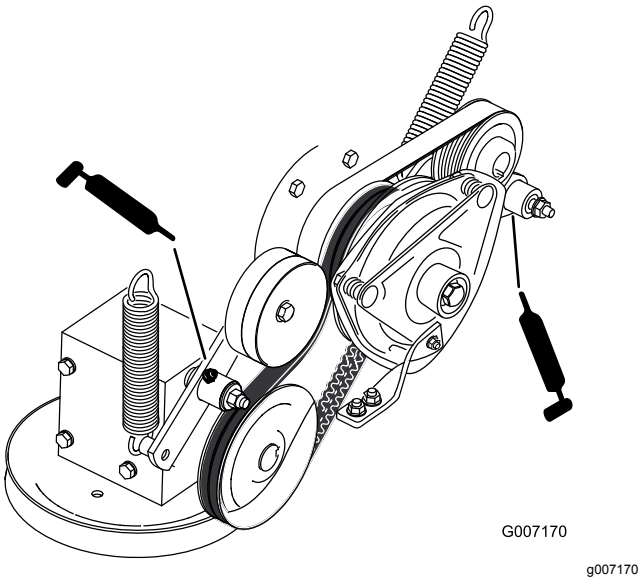

Figur 56
8. Smør lederullarmen til kraftuttakets drivrem (Figur 56).
9. Smør lederullarmen på pumperemmen (Figur 56).